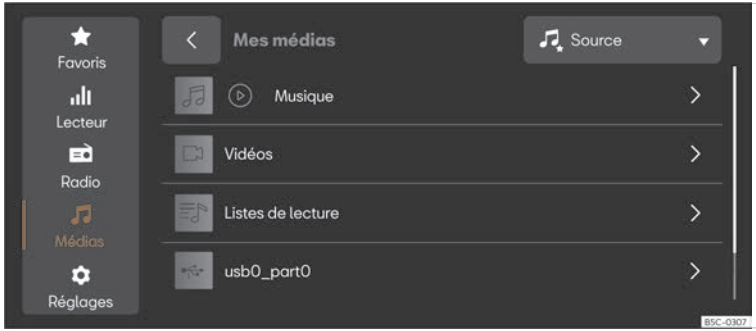

Fig. 179 Représentation schématique : Vue Multimédia.
- Appuyez sur **MENU** > ⓟ > ♫ >>> **fig. 179**.